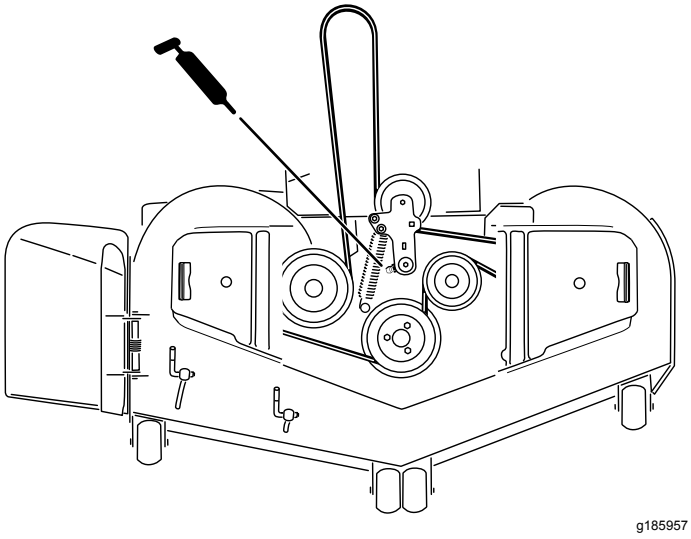

Figuur 48
5. Smeer het scharnierpunt van de spanpoelie van het maaidek tot het smeer er aan de onderzijde uitkomt (Figuur 48).
6. Smeer de arm van de spanpoelie van de aandrijfriem (Figuur 48).